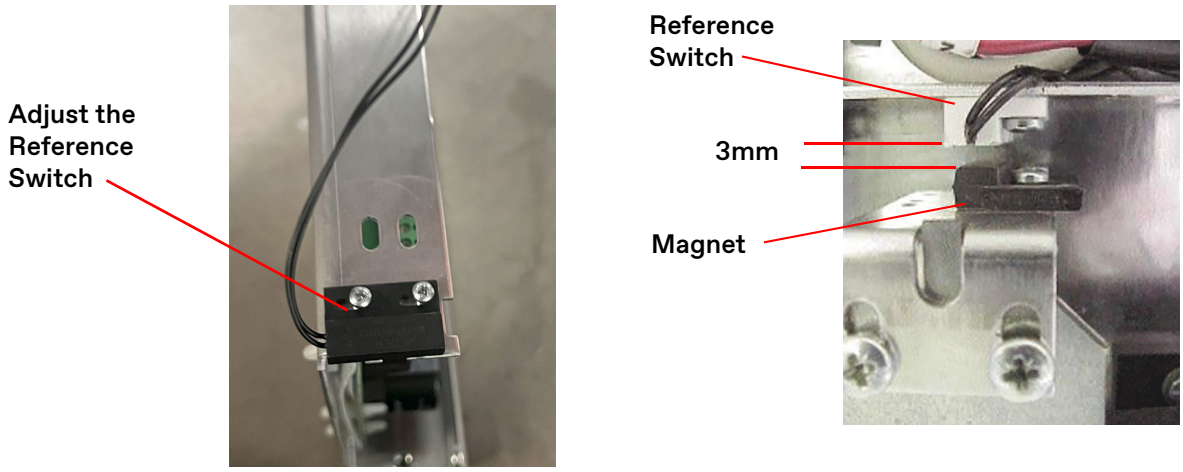

Figure 8 - Reference Switch Installation
b. After the V2 control board is installed and the doors are in the closed position, verify that the gap between the reference switch and the magnet is 3mm. See Figure 8.